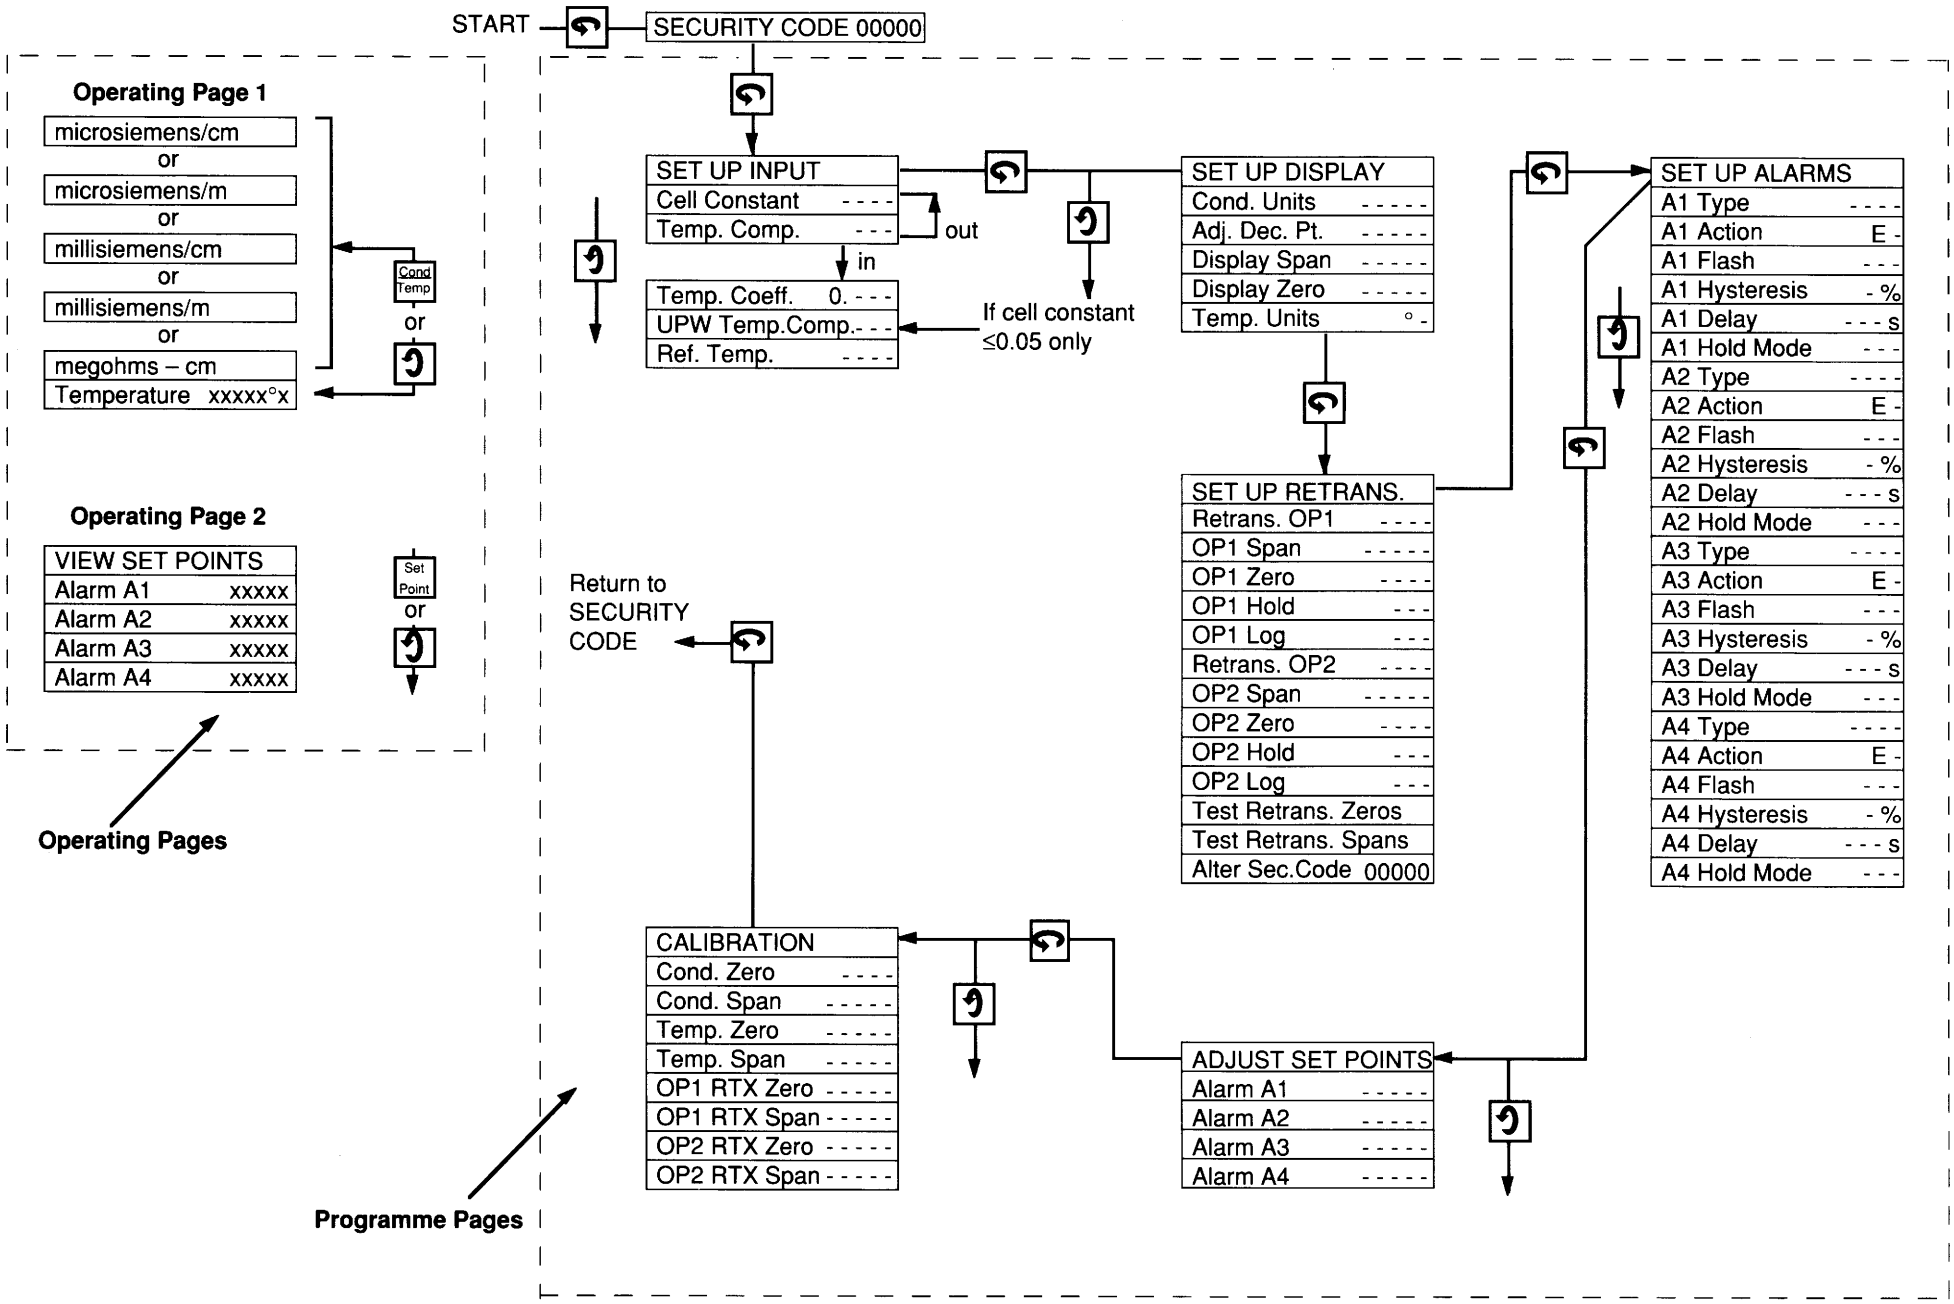

Fig 8.1 Programme Chart, Single Conductivity Input Versions (4510 and 4520)
The procedure is set out in **programme pages** for Input, Display, Retransmission, Alarms, Set Points and Calibration – see Fig. 8.1, page 19 or Fig. 8.2, page 28. Each programme page contains the **programme functions**, the values or parameters of which are programmable.
Cond Temp **'Function'** Switch – used for **viewing** the conductivity units or the sample temperature on alternate operations of the switch – see **Operating Page 1**, Fig. 8.1 or 8.2.
Set Point **'Set point'** Switch – used for **viewing** the four alarm set points, A1 to A4 – see **Operating Page 2**, Fig. 8.1 or 8.2.
'Parameter Advance' Switch – used for selecting a particular parameter from a programme page – see Figs. 8.1 and 8.2.
↶ **'Page Advance'** Switch – used after initial switch-on for gaining access to the security code and for selection of individual programme pages – see Figs. 8.1 and 8.2.
Operation of the 'Page Advance' switch enables a series of 'programming' pages to be displayed. Unauthorised access to the programming pages is inhibited by a 5-digit security code which must be selected immediately after the first operation of the 'Page Advance' switch (see Figs. 8.1 and 8.2 on pages 19 and 28 respectively).
8.4 Single Input Version (Model 4510 and 4520) – Fig 8.1, previous page